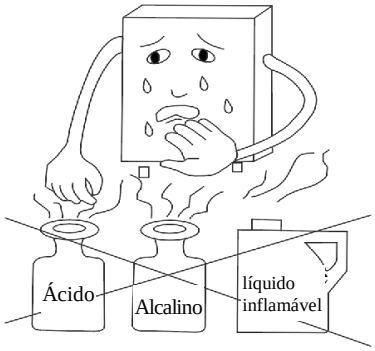

Fig.18
• Não armazenar produtos inflamáveis, explosivos ou voláteis junto do aquecedor de água. (Fig. 18)